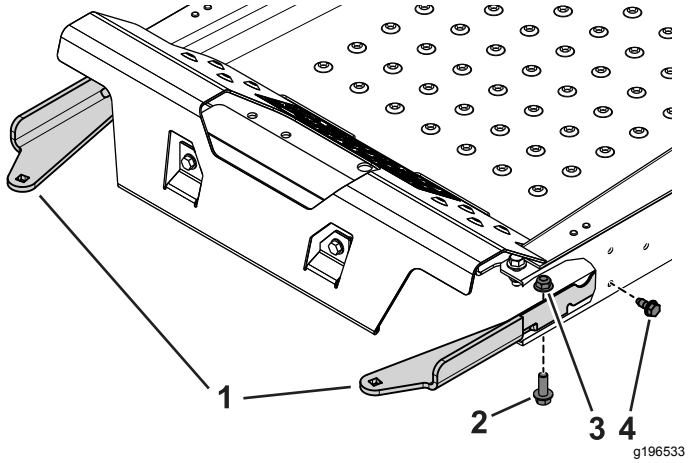

Bild 3
2. Befestigen Sie die linken und rechten Ballastfachbefestigung mit den zwei Blechschrauben (5/16" x ¾"), zwei Schrauben (⅜" x 1¼") und Bundmuttern (⅜") an der Maschine (Bild 3).